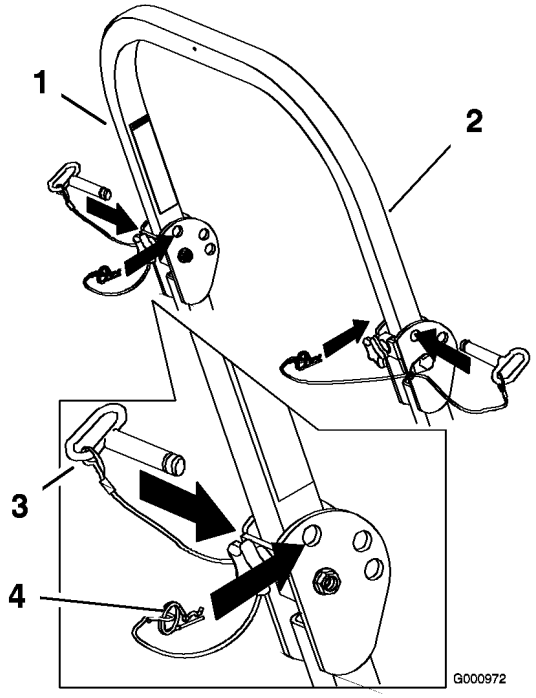

Figur 7
2. Fjern splitterne, og afmonter de to pinde (Figur 7).
4. Monter de to pinde, og fastgør dem med splitterne (Figur 7).
5. Fjern splitterne og de to pinde for at hæve styrtbøjlen (Figur 7).
6. Hæv styrtbøjlen til oprejst position, og monter de to pinde, og fastgør dem med splitterne (Figur 7).